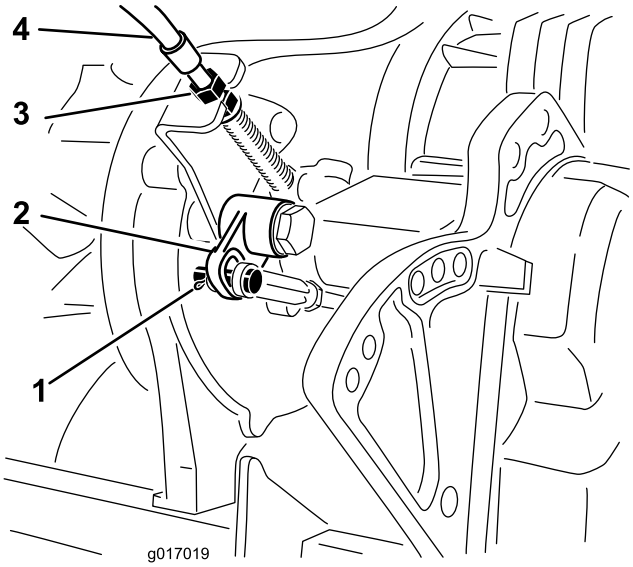

Figur 46
Bemærk: Juster kontramøtrikkerne ved kantpladen (Figur 46), hvis der er slæk, for at fjerne slækket uden at forlænge fjederen.
4. Fjern låseclipsen og gaffelbolten, der fastgør vinkelarmens gaffel til vinkelvægtstangsarmen (Figur 46).
5. Kobl gaflen af vinkelvægtstangsarmen (Figur 46)
8. Juster kablernes kontramøtrikker ved transmissionens kantplade (Figur 46) for at mindske afstanden til vinkelarmen som tilpasning efter forrige ændring.